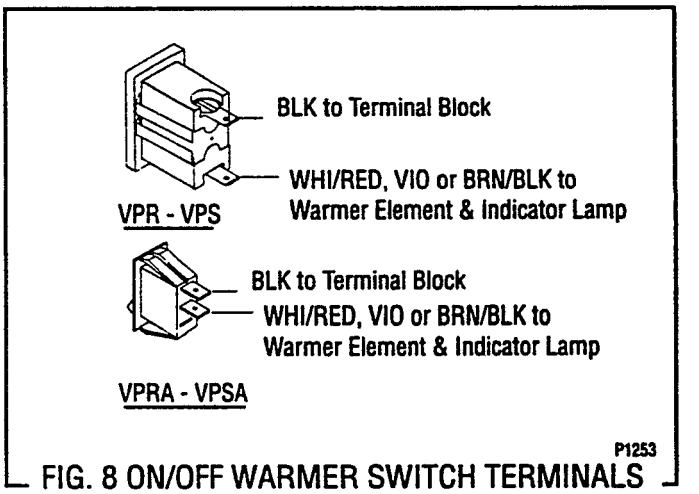

FIG. 8 ON/OFF WARMER SWITCH TERMINALS
4. Refer to Fig. 8 when reconnecting the wires.